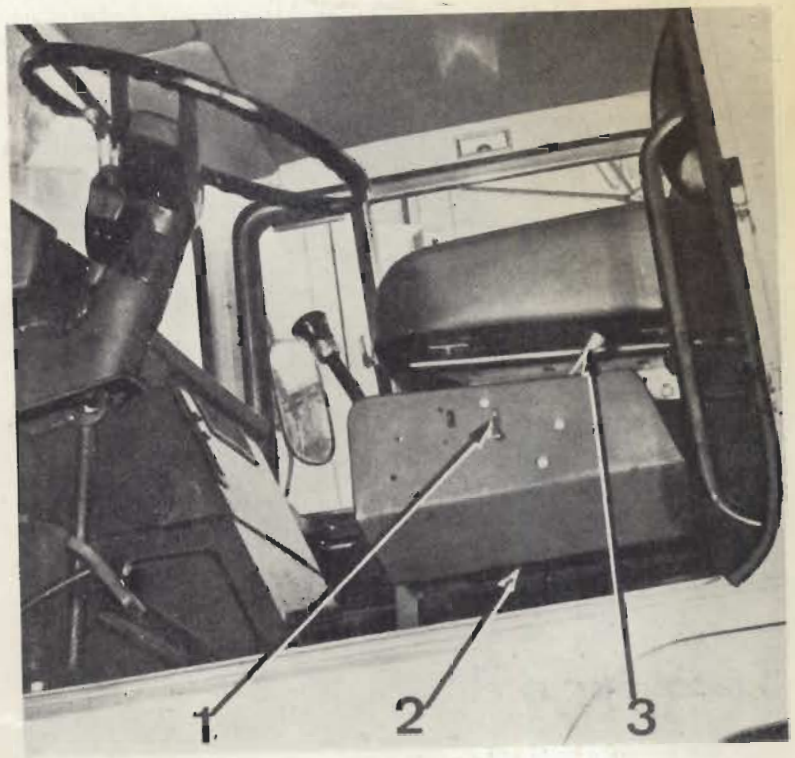

**Fig. 1.7. - Mandos situados en la parte inferior del asiento del conductor**
c) Válvula de control del freno de aparcamiento y emergencia situada al lado izquierdo del conductor. (Ver fig. 1.7).